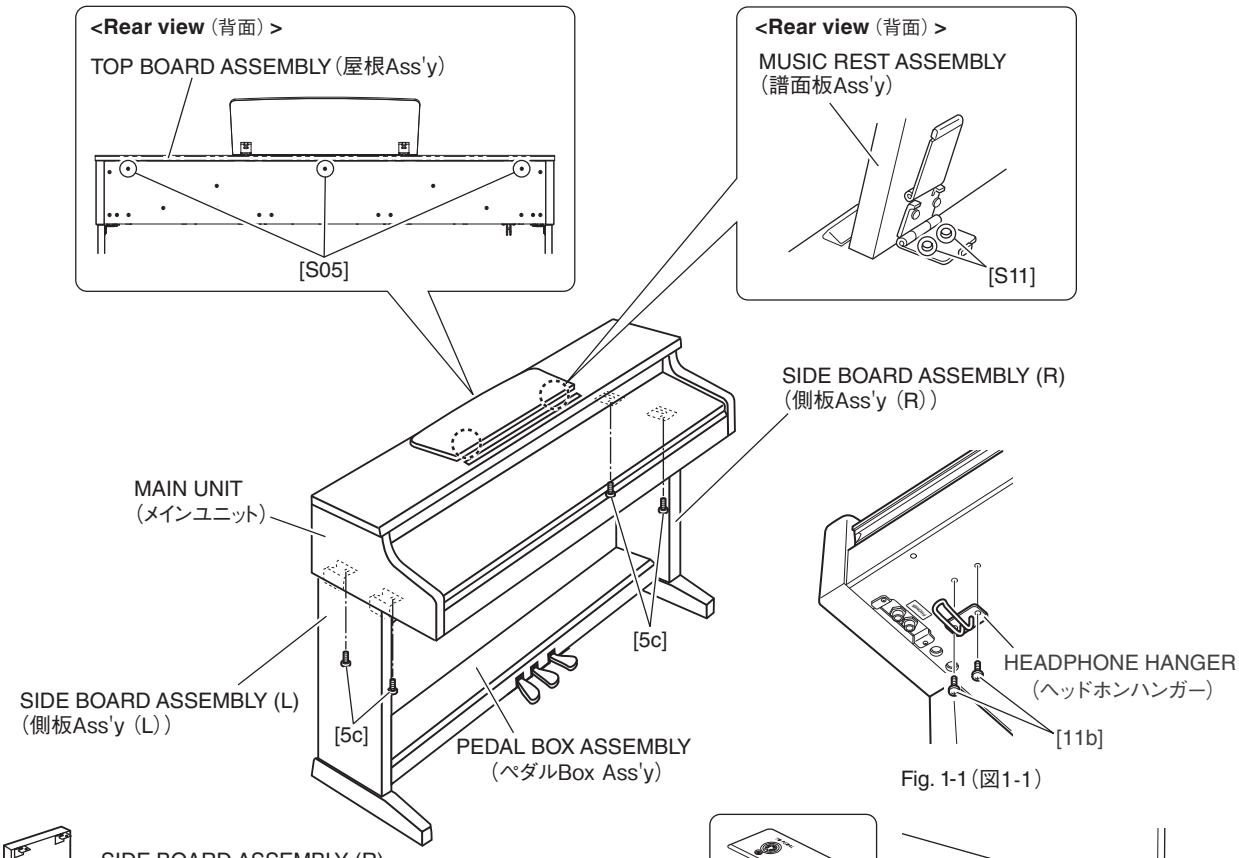

Fig. 1-1（図1-1）
(Fig. 1-1, 1-2)
*4 To remove the side board assembly (L) or the side board assembly (R), be sure to disconnect the AC cord and the PK cable, and remove the headphone hanger and the main unit first. (Fig. 1-1, 1-2, 1-3)
*5 To remove the pedal box assembly, be sure to disconnect the AC cord and the PK cable, and remove the headphone hanger, the main unit and the rear panel first. (Fig. 1-1, 1-2, 1-3)
メインユニットを外すときは、先に電源コードと PK ケーブル、ヘッドホンハンガーを外します。（図 1-1、1-2）
*4 側板 Ass'y（L）または側板 Ass'y（R）を外すときは、先に電源コードと PK ケーブル、ヘッドホンハンガー、メインユニットを外します。（図 1-1、1-2、1-3）
*5 ペダル Box Ass'y を外すときは、先に電源コードと PK ケーブル、ヘッドホンハンガー、メインユニット、裏板を外します。（図 1-1、1-2、1-3）